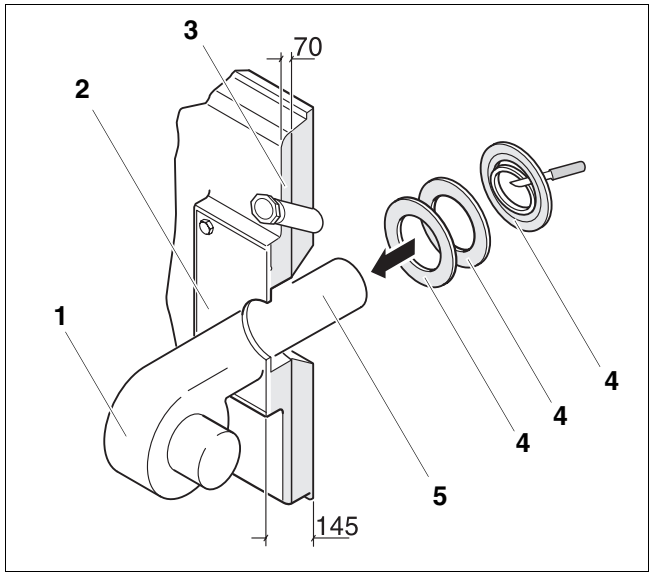

Rys. 48 Montaż palnika (wymiary w mm)
- Przykręcić palnik (rys. 48, **poz. 1**) do płyty palnika (rys. 48, **poz. 2**).
- Wyciąć pierścienie izolacyjne (rys. 48, **poz. 4**) odpowiednio do średnicy rury palnika (rys. 48, **poz. 5**).
- Szczelinę pozostającą pomiędzy izolacją cieplną drzwiczek kotła (rys. 48, **poz. 3**) a rurą palnika (rys. 48, **poz. 5**) wypełnić dopasowanymi pierścieniami izolacyjnymi (rys. 48, **poz. 4**).
- Połączyć przyłącze swobodnego przedmuchu otworu wziernikowego z palnikiem (rys. 48, **poz. 1**), aby zapobiec osadom na szkle wziernika.
- Podłączyć kabel palnika do palnika (rys. 48, **poz. 1**).